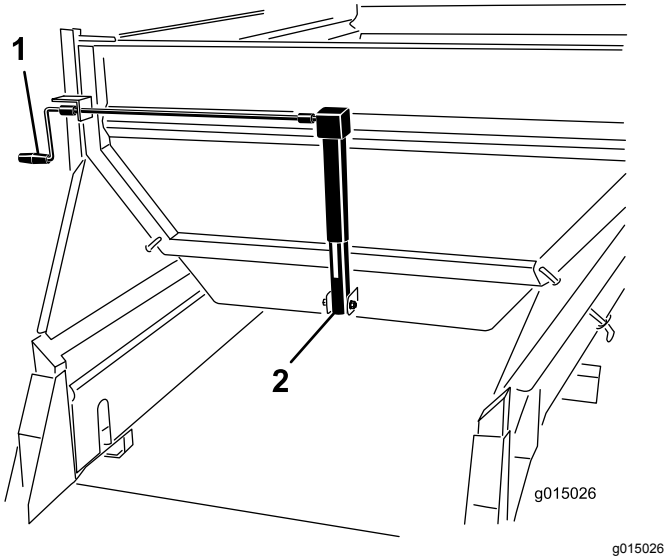

Figur 46
Drej håndtaget for at justere porten (Figur 46), indtil pilen er i midten af den ønskede farve (i dette tilfælde gul).
1. Drej håndtaget for at justere porten (Figur 46), indtil pilen er i midten af den ønskede farve (i dette tilfælde gul).